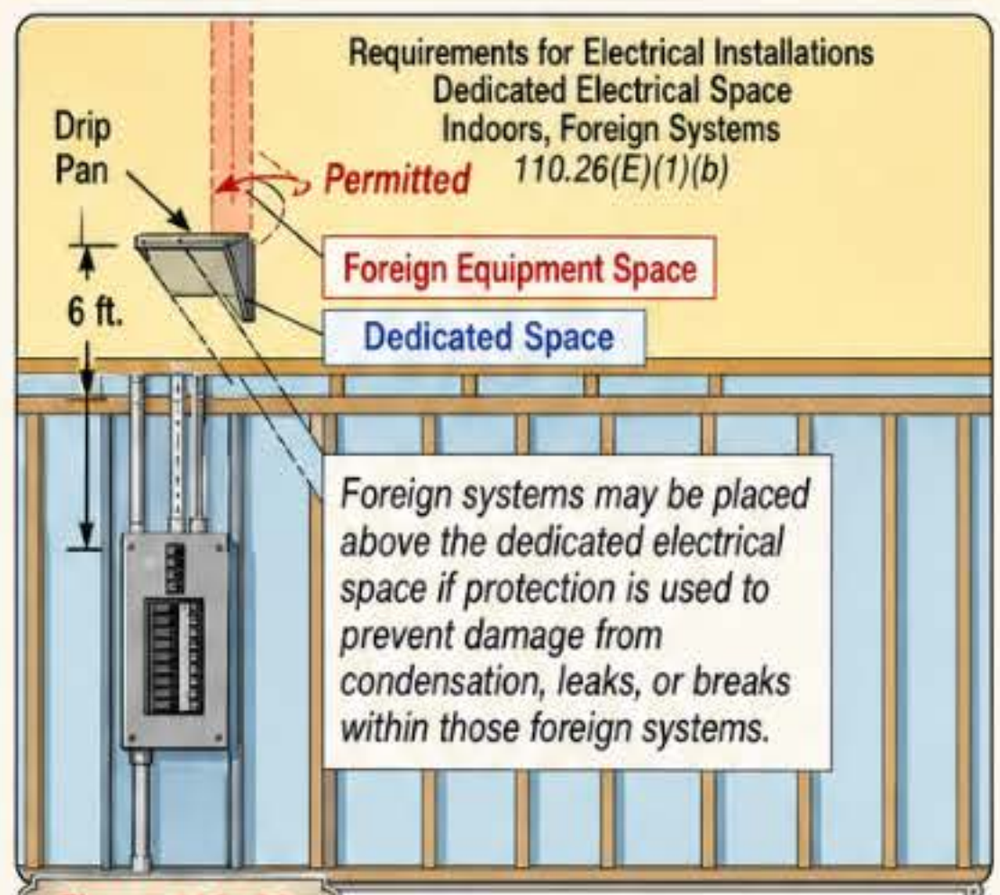

Figure 110–82
- *Electrical equipment like raceways and cables that are not part of the dedicated space can be installed in the dedicated space.* ▸*Figure 110–81*